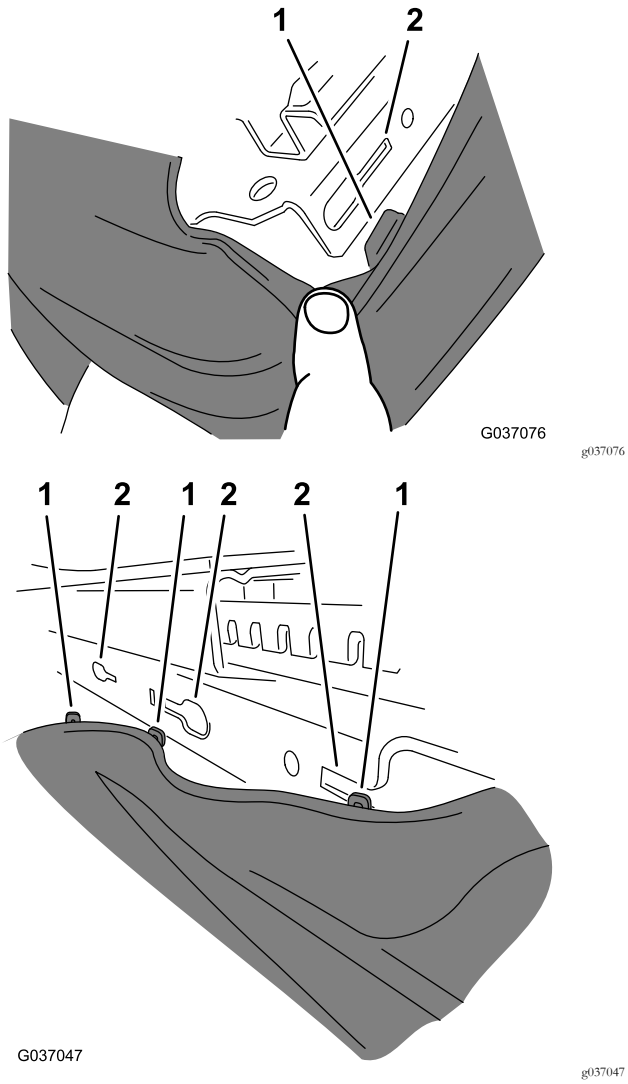

Figur 9
3. Fjern hetten fra setebasen på følgende måte (Figur 9).